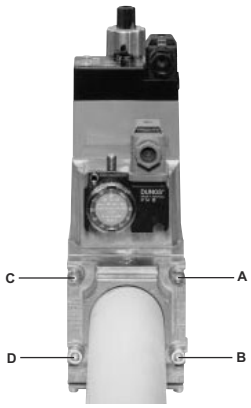
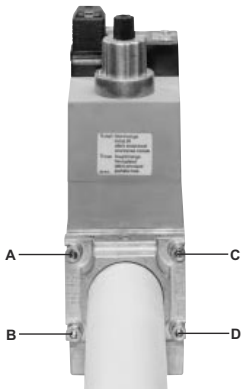

Рис. 26
Рис. 27
3. Затянуть винты A, B, C и D (Рис. 26 - Рис. 27), (Рис. 29), соблюдая дистанции монтажа (Рис. 29);
1.Расслабить винты A и B, но **не снимать** их (Рис. 26 и Рис. 27)
2. Отвинтить винты C и D (Рис. 26 и Рис. 27)